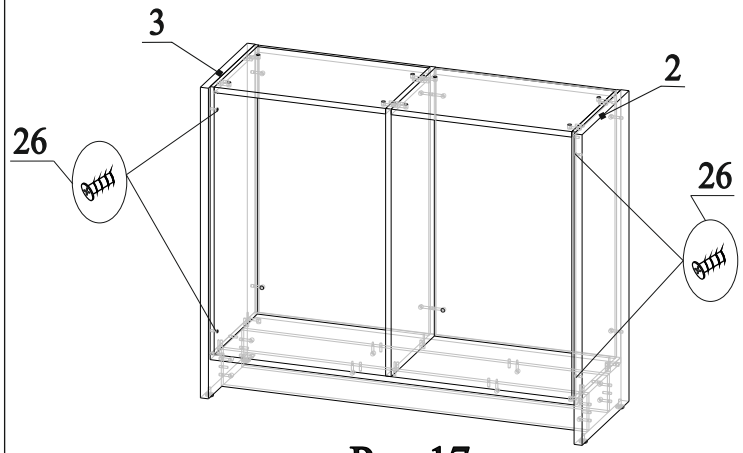

Рис.17
27. Соединить детали 2 и 3 с деталями 7, 8 и 9 (детали 2 и 3 с деталями 9 соединяются через сквозные отверстия в деталях 4 и 5), затянуть эксцентрики по часовой стрелки до упора (рис.17);
28. Закрутить винты 26 в муфты 21 через отверстия в деталях 4 и 5 (рис.17);